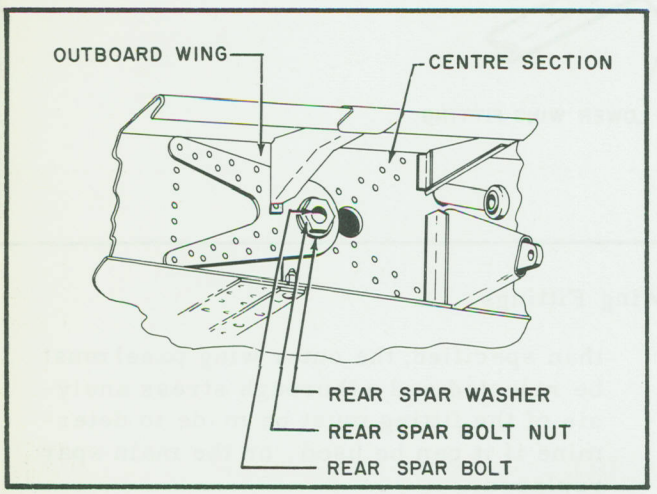

Figure 2-13 Rear Spar Fittings
h. Before installing the wing, the rear spar bracket should be reamed to fit the rear spar bolts (see Figure 2-13). Use a 15/16-inch to 1-1/16-inch adjustable reamer (see Figure